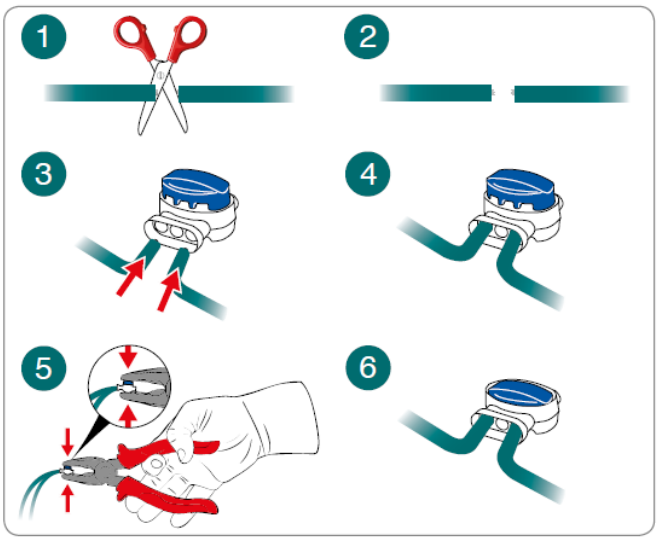

Bild 34 - Border Draht gemeinsame Verwendung von Schnellverbindern
1. Die Schnellverbindungen (3M SCOTCHLOK 314) verwenden. In diesem Fall ist das in Bild 34 dargestellte Verfahren durchzuführen.